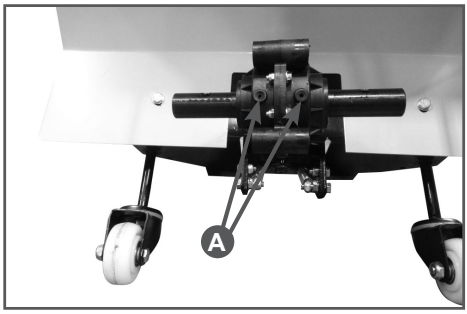

Рис. 16 Заглушки отверстий для смазки редуктора
4. Снять две резиновые заглушки А отверстий для заправки смазки редуктора (Рис. 16).